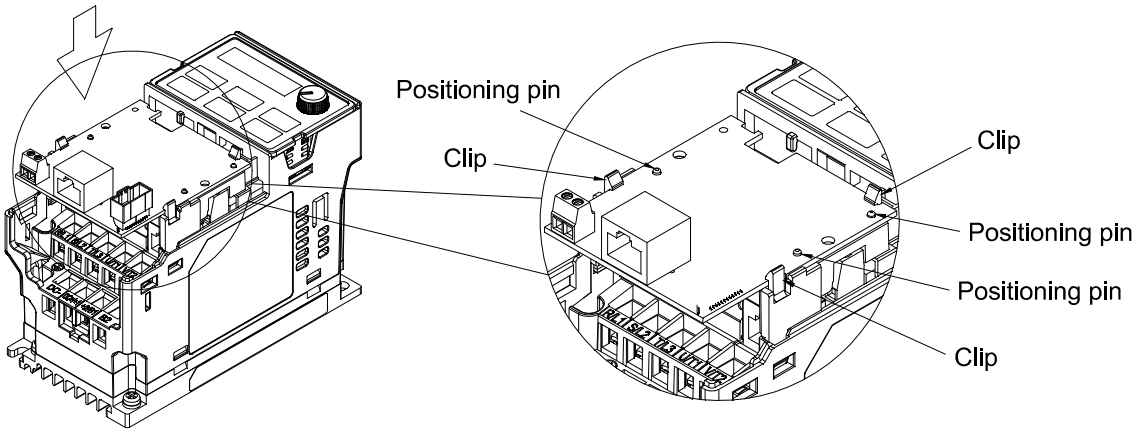

Fig. 8-2
4. As shown in Fig. 8-2, aim the three holes at the positioning pin.